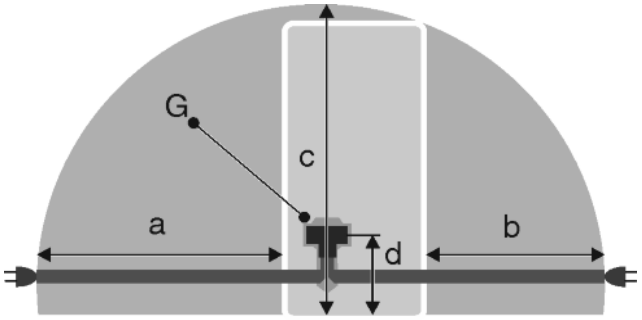

Fig. 25
- The socket is outside the back of the appliance area in the specified area *Fig. 25 (a, b, c)*.
▶ Insert the appliance plug *Fig. 25 (G)* into the back of the appliance. Ensure that it clicks into place.